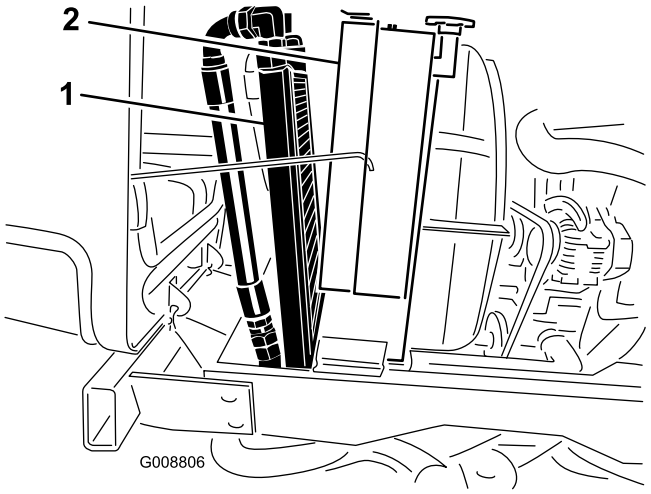

Figura 68
3. Gire el enfriador hacia atrás. Limpie a fondo ambos lados del enfriador de aceite y la zona del radiador (Figura 68) con aire comprimido. Empezando en la parte delantera, sople los residuos hacia la parte trasera. Luego, limpie desde atrás, soplando los residuos hacia adelante. Repita este procedimiento varias veces hasta eliminar todos los residuos